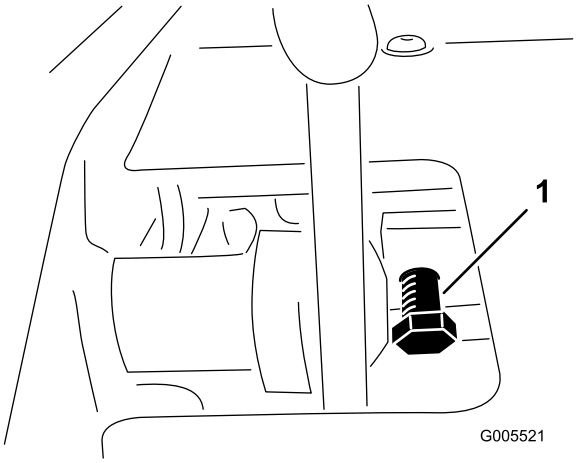

Figur 53
1. Løsn kontramøtrikken på pedalens låsebolt (Figur 53).